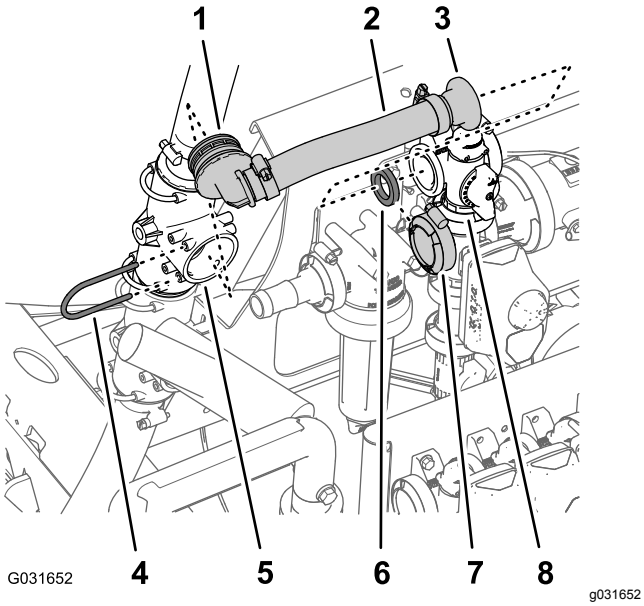

Figur 217
1. Fjern holderen, der fastgør omløbsslangens 90°-fitting med modhager på den øvre T-fitting, og fjern 90°-fittingen fra T-fittingen (Figur 217).
2. Fjern flangeklemmen, der fastgør den lige flangefitting og pakningen til flangen på omrøringsventilen, og fjern omløbsslangen fra maskinen (Figur 217).